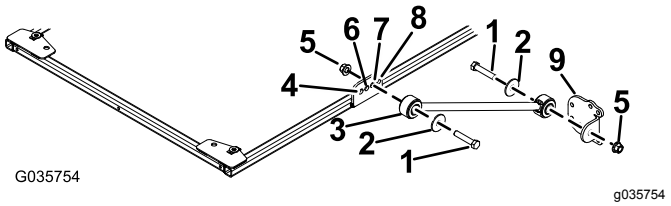

Рисунок 35
2. С каждой стороны рамы солнцезащитного навеса прикрепите, не затягивая, подпорку к третьему отверстию кронштейна подпорки с помощью болта (½ x 2½дюйма), шайбы (½ дюйма) и фланцевой гайки (½ дюйма), как показано на Рисунок 35.
3. Прикрепите, не затягивая, кронштейн подпорки к каждой подпорке с помощью болта (½ x 2½ дюйма), шайбы (½ дюйма) и фланцевой гайки (½ дюйма), как показано на Рисунок 35.